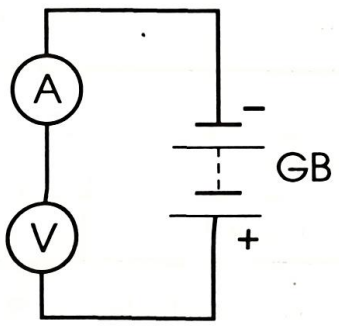

Рис. 4
2. Что показывают на рис. 4 амперметр и вольтметр?